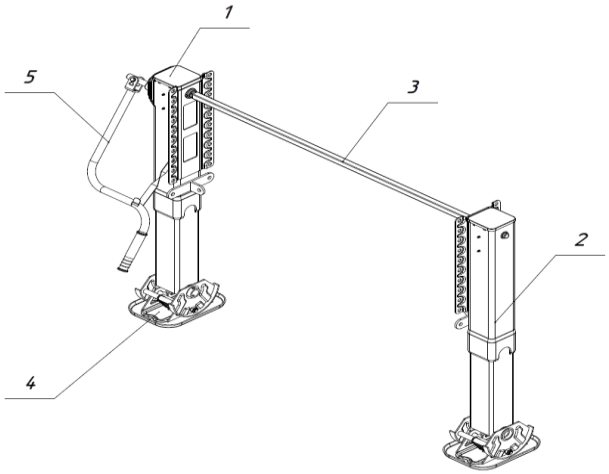

Рис. 2.12 – Опорное устройство
Опорное устройство (см. рис. 2.12) служит передней опорой отцепленного полуприцепа и позволяет регулировать высоту полуприцепа при сцепке с тягачом. Состоит из правой (1) и левой (2) телескопических опорных стоек, вала-синхронизатора (3), опорных стоп (4) и рукоятки (5).